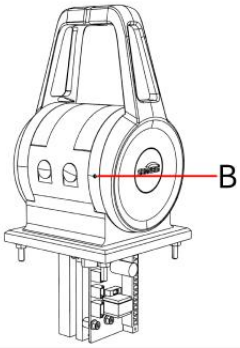

图4.2
2. 如图4.2，在B处使用内六角扳手来旋转调节推进零位手感的强弱。